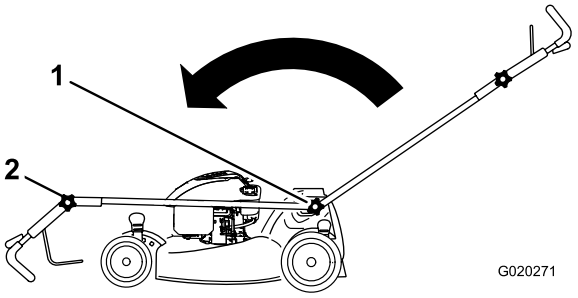

Figur 42
1. Lossa de två handtagsvreden som fäster handtaget på chassit tills du kan flytta handtaget (Figur 42).
2. För handtaget framåt i enlighet med Figur 42.
3. Lossa det övre handtagsvredet och fäll ned det övre handtaget i enlighet med Figur 42.